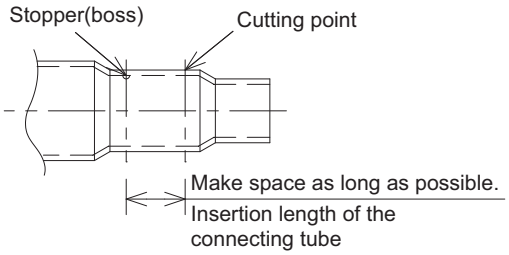

Fig. 2-335
- Cut off as far away from stopper as possible. (Fig. 2-335)